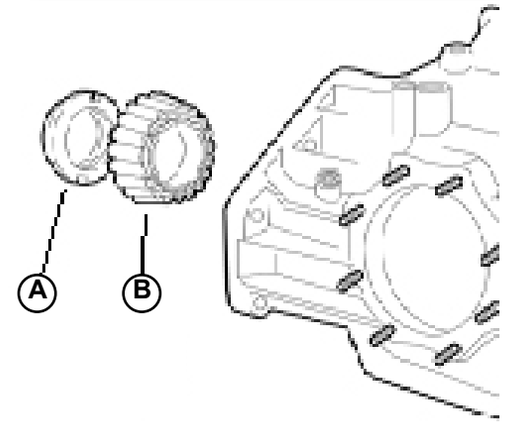

Fig.3
- Remove the axle side bearing (**A-Fig.3**).
- Install the locking ring nut (**B-Fig.3**) and lock it by means of P/N 62395079 special wrench and using Molycote 1000.